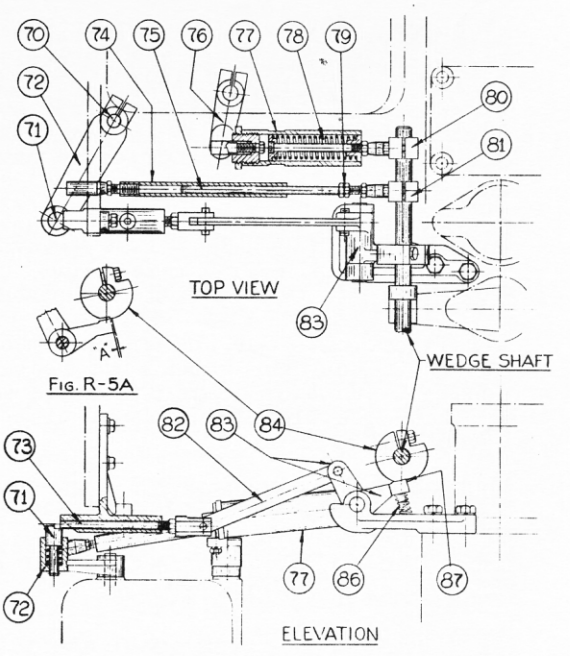

FIG. R-5
Referring to Fig. R-5, fuel cut-out shaft (70) and lever (72) are again shown in this figure. The top view in Fig. R-5 is looking down on the top of the governor housing. Governor control lever (76) by means of which the governor determines the position of the fuel wedge shaft and hence the engine speed is also shown.
During the period when the control lever is in the START position the fuel is cut out which is accomplished in the following manner. Referring to Fig. R-5 when the control lever is moved past SLOW to STOP the wedge shaft is rotated by the cut-out levers and links until it is tripped by lever (83) acting on collar (84) in the "No Fuel" position. When the control handle is moved to START the fuel wedge shaft is held in the "No Fuel" position by lever (83) and spring (86). At the START position of the control handle the linkage has the position shown in Fig. R-5.